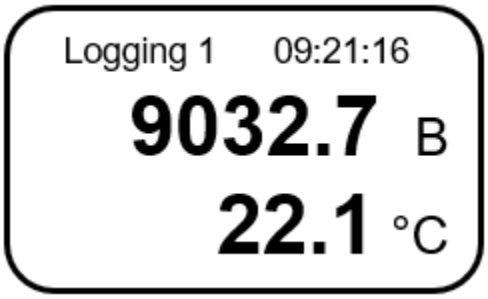

FIGURE 4-7 LOGGING SCREEN
3. Press and HOLD the **Enter** button to commence data logging. The logging screen will appear (Figure 4-7).